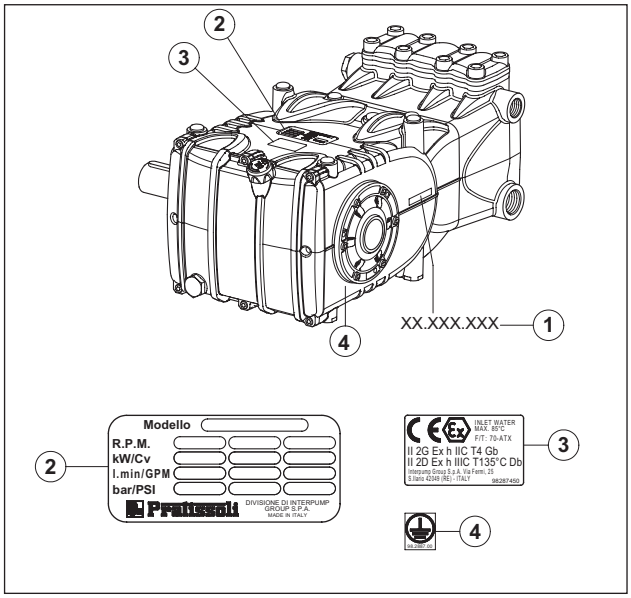

Fig. 1
Cada bomba tem seu próprio número de série XX.XXX.XXX, veja pos. ① e uma etiqueta de identificação, veja pos. ② de Fig. 1, que indica: